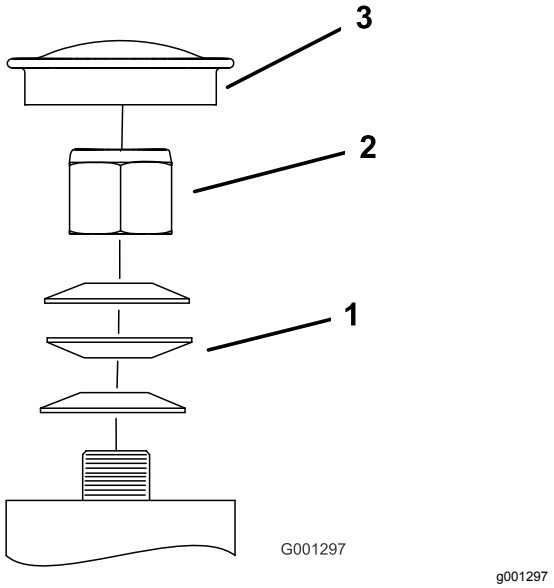

Figur 58
3. Fjern støvhætten fra styrehjulet, og spænd låsemøtrikken (Figur 58).
4. Stram låsemøtrikken, indtil fjederskiverne er flade, og skru derefter 1/4 omgang ud for at indstille forspændingen på lejerne korrekt (Figur 58).
Vigtigt: **Sørg for, at fjederskiverne monteres korrekt som vist i Figur 58.**
5. Monter støvhætten (Figur 58).